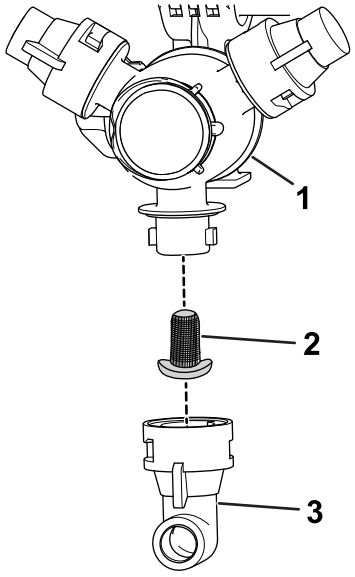

Figur 58
2. Ta bort munstycket från spruttornet (Figur 58).
3. Ta bort det gamla munstycksfiltret (Figur 58).
4. Montera det nya munstycksfiltret (Figur 58).
5. Montera munstycket på spruttornet (Figur 58).